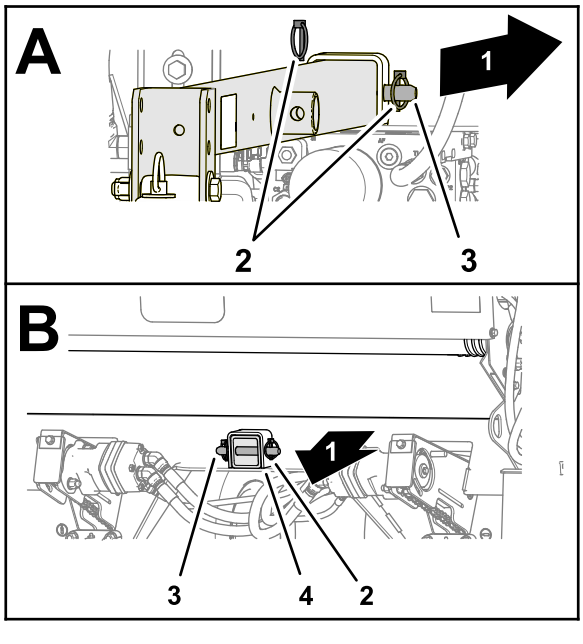

Figuur 4
2. Breng de openingen in de koppeling op een lijn met de openingen van de houderbuizen en bevestig de koppeling aan de buizen met de 2 gaffelpennen en 4 borgpennen (Figuur 4).